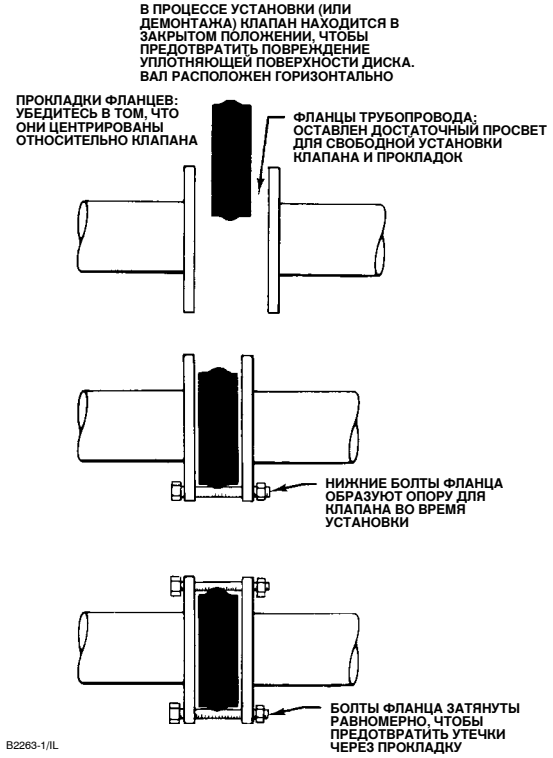

Рис. 4. Порядок установки
Установите клапан, ориентируя сторону отсечки высокого давления таким образом, чтобы направление, обозначенное на нем стрелкой, соответствовало направлению потока. Дополнительная информация показана на рис. 4.
- **Для бесфланцевых клапанов:** Сначала установите нижние болты, чтобы создать опору для клапана (см. рис. 4). Параметры болтов приведены в таблице 5.